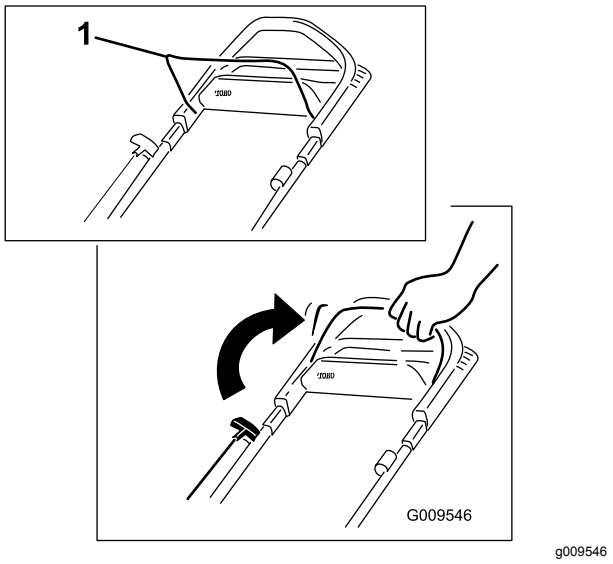

Figur 15
1. Hold bøjlen til skæreknivenes kraftudtag helt op mod håndtaget Figur 15).